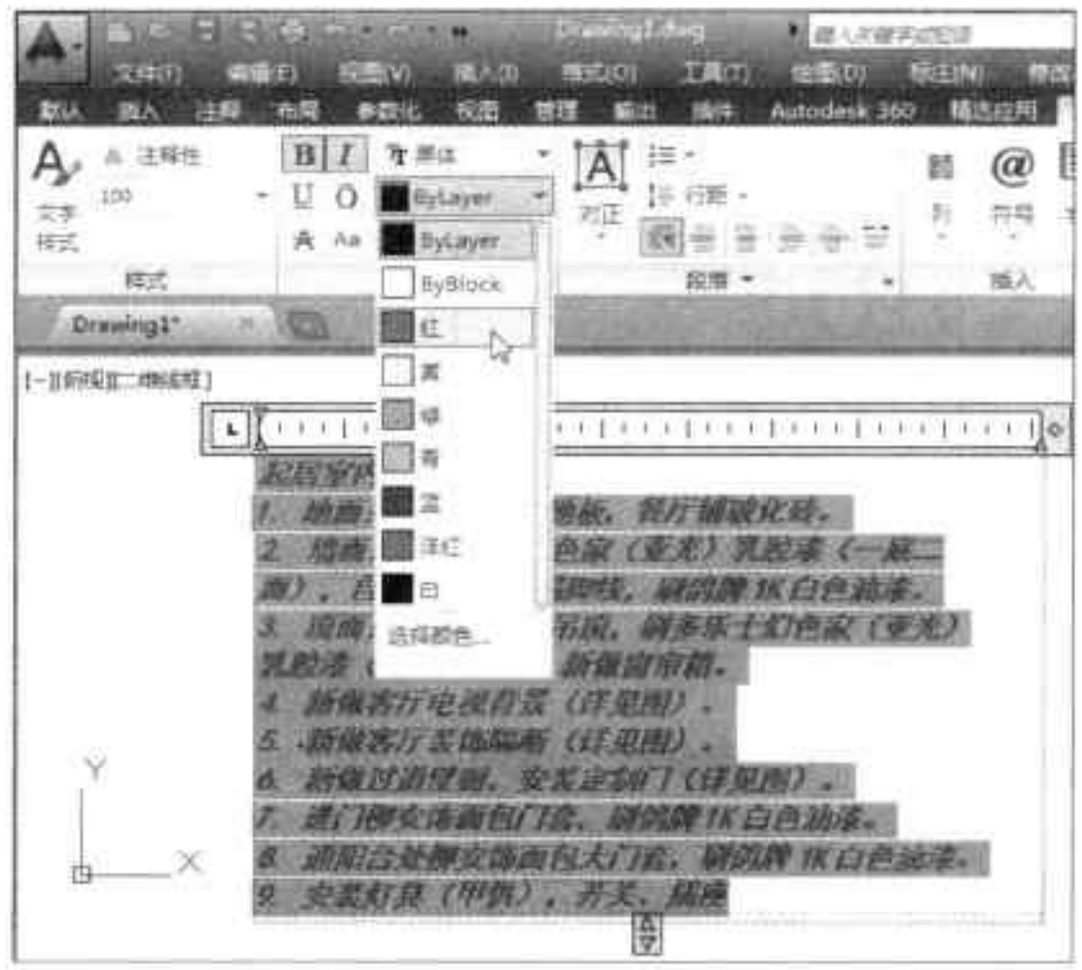

图8-22 设置文本颜色
Step 04 执行“格式>文本编辑器颜色库”命令，在颜色下拉列表中选择新颜色，即可更改当前文本颜色，如图8-22所示。